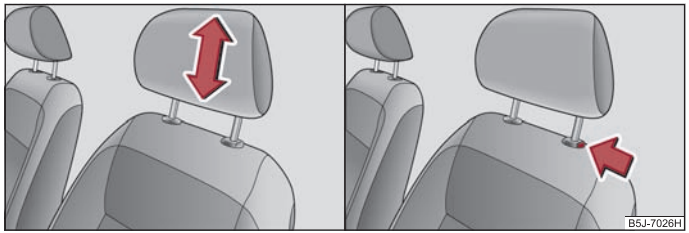

Fig. 51 Reposacabezas. Ajustar / retirar
– Asir el reposacabezas por los lados con las dos manos y desplazarlo en sentido del eje de las barras guía de metal, en sentido de la flecha hacia arriba o hacia abajo ⇒ fig. 51, lado izquierdo.
– Si desea desplazar el reposacabezas hacia abajo, pulse la tecla de seguro ⇒ fig. 51, lado derecho y presione con la otra mano el reposacabezas hacia abajo.
– Pulse la tecla del seguro en el sentido de la flecha ⇒ fig. 51 y extraiga el reposacabezas.